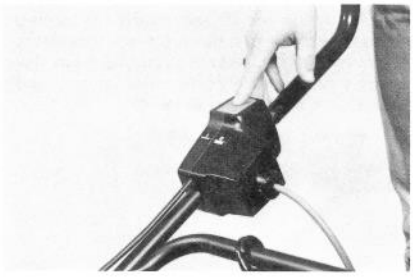

Figure 10
3. Poussez le bouton de l'interrupteur-disjoncteur en position de MARCHE **I**. ⊛ La lame commence à tourner dès que le moteur démarre (Fig. 10).